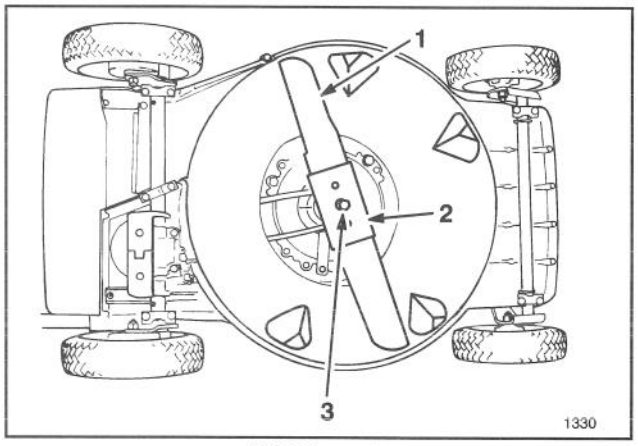

Abbildung 21
3. Den Mäher auf die linke Seite kippen (Abb. 21). Das Messer nicht drehen, da es sonst Startprobleme geben könnte.
5. ENTFERNEN DES MESSERS—Das Endstück des Mähmessers mit einem Lappen oder einem dicken Handschuh anfassen. Entfernen Sie Messerbolzen, Fächerscheibe, Messerverstärker und Messer (Abb. 21).